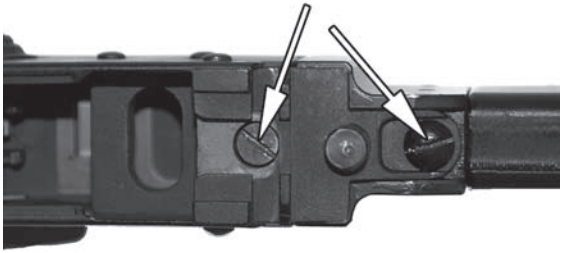

Rys.80 Montaż kolby – zabezpieczanie wkrętów preparatem Loctite 243
- Wsunąć zespół kolby teleskopowej do komory zamkowej i przykręcić za pomocą wkręta kolby do obsady kolby oraz przykręcić wkręt osady kolby – wkręty zabezpieczyć przed odkręcaniem preparatem Loctite 243 (rys. 80).